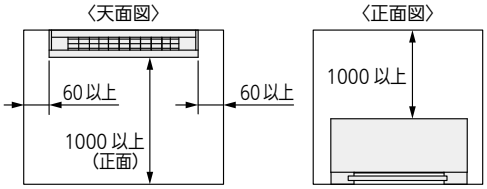

図 1
- サービス時の作業用スペース（室内ユニットと障害物までの距離）を考慮してください。（図 1）
4-5. 室内ユニットと障害物および背面までの距離は図 1 に従ってください。